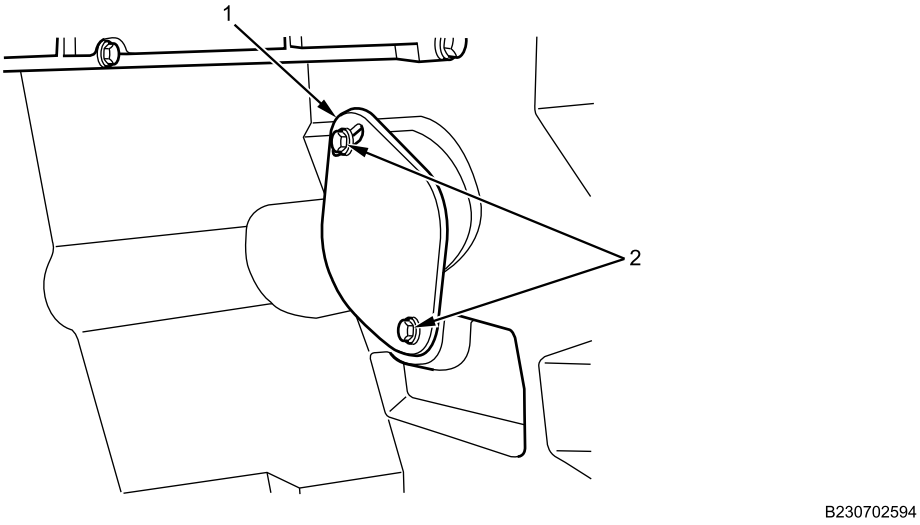

Figure 25. Access Cover.
14. Install access cover (Figure 25, Item 1) on flywheel housing with two bolts (Figure 25, Item 2) and tighten securely.